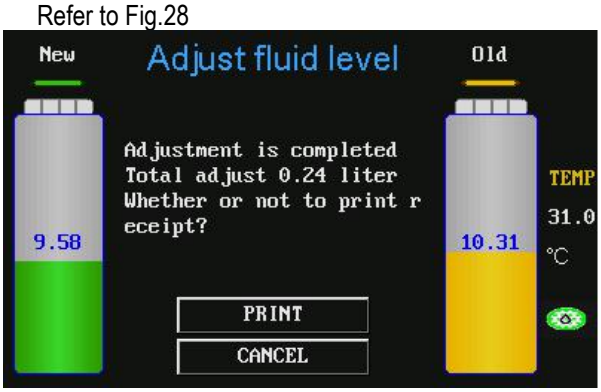

Fig.28
3) When the recharging is completed, the system will automatically pop up print menu. Press OK key select print, press RETURN key to cancel printing. Refer to Fig.28